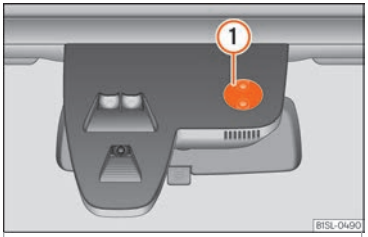

Fig. 116 Rain sensor reference surface.
Some examples of possible causes of faults and mistaken readings *on the reference surface* ››› Fig. 116 ① of the rain and light sensor: